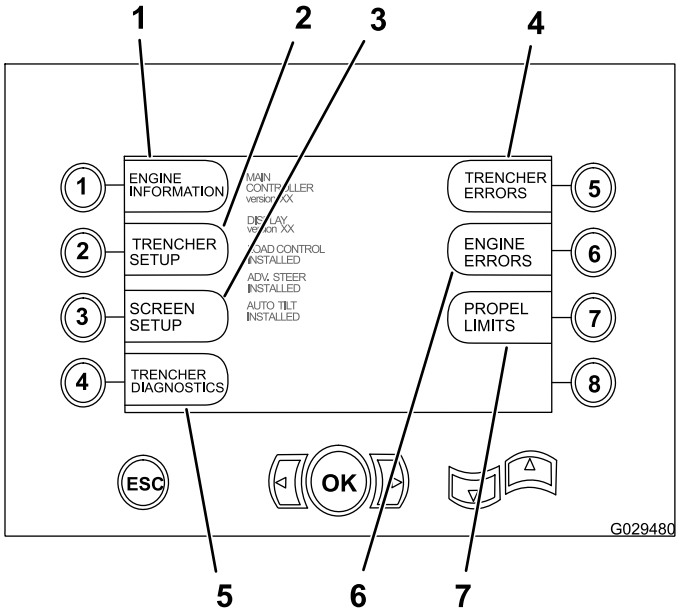

Rysunek 36
Aby uzyskać dostęp do głównego ekranu wyboru, naciśnij jednocześnie i zwolnij przyciski strzałki w górę i strzałki w dół (Rysunek 36). Na tym ekranie użytkownik może wybierać ekrany funkcji pokazane na Rysunek 36.
1. Na głównym ekranie wyboru naciśnij przycisk 7, aby uzyskać dostęp do funkcji ograniczenia prędkości jazdy, patrz Rysunek 36 na Uzyskiwanie dostępu do głównego ekranu wyboru (Strona 32).